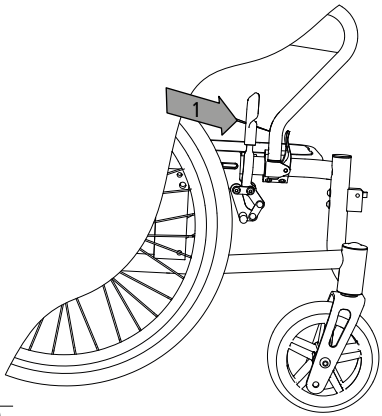

fig. 19
1. Azionare il freno a mano (freno delle ruote) da fermi. Spingere in avanti la leva (1, fig. 19) finché non si ferma da sola. A questo punto, la sedia a rotelle non è più in grado di muoversi ed è possibile effettuare uno spostamento o lasciarla semplicemente parcheggiata.